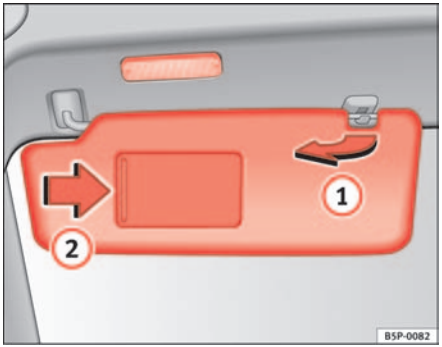

Fig. 85 Sun visor on the driver side
The sun visors for the driver and the front passenger can be pulled out of their mountings in the centre of the vehicle and turned towards the doors ⇒ fig. 85 (1).